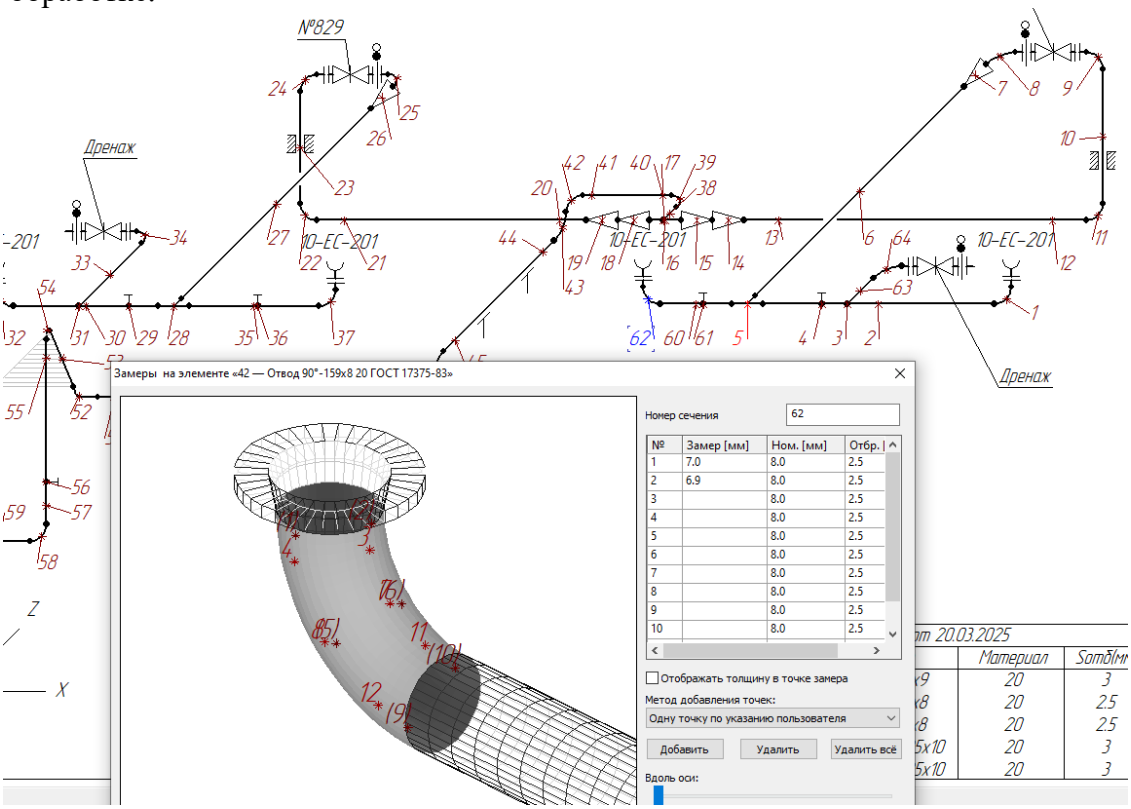

Рис. 5.5 – Пример схемы с загруженными результатами замеров толщины стенки из маршрутной карты
11. Результаты толщинометрии загружены (рис. 5.5). Трубопровод готов к дальнейшей обработке.